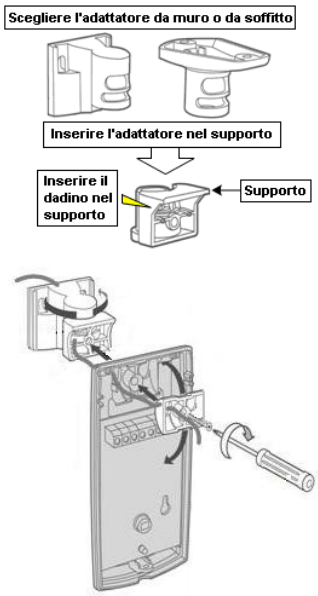

Fig. 3
2. Separare lo snodo dal sensore e passare il cavo internamente come mostrato in fig. 3